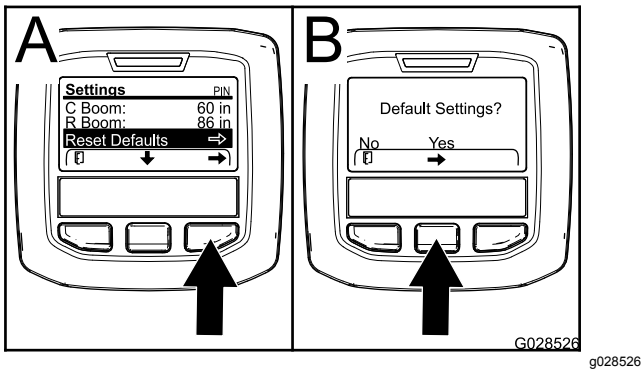

Figuur 75
1. Druk op de middelste selectieknop om te navigeren naar de optie waarmee u de standaardwaarden opnieuw kunt instellen (Figuur 75).
3. Druk in het scherm voor de standaardwaarden op de linker selectieknop voor NEE of de rechter selectieknop voor JA (Figuur 75).